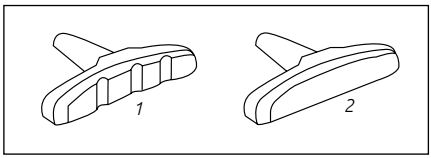

Fig. :44
- Vérifiez si la limite d'usure des garnitures de frein *(voir « Fig. :44 (1) »)* et de la jante est atteinte.